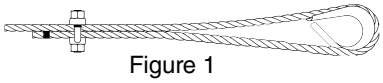

Figure 1
1. Refer to Table 1 in following these instructions. Turn back specified amount of rope from thimble or loop. Apply first clip one base width from dead end of rope. Use torque wrench to tighten nuts evenly, alternating from one nut to the other until reaching the recommended torque. (See Figure1)